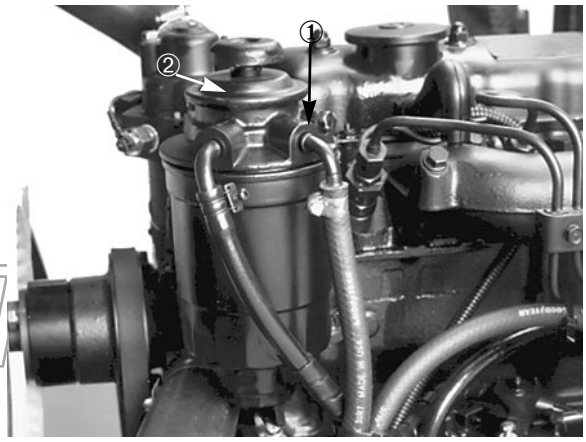

**Bild 12**
**2.** Den Kraftstoffilterentlüftungsstöpsel um eine volle Umdrehung lockern (Bild 12). Den Pumphebel (Bild 12) solange pumpen, bis ein gleichmäßiger Strom von Kraftstoff aus dem Loch im Stöpsel strömt. Wenn der Kraftstoff nicht mehr schäumt, den Stöpsel bei einem Abwärtsgang des Pumpstößels festziehen. Verschütteten Kraftstoff aufwischen.